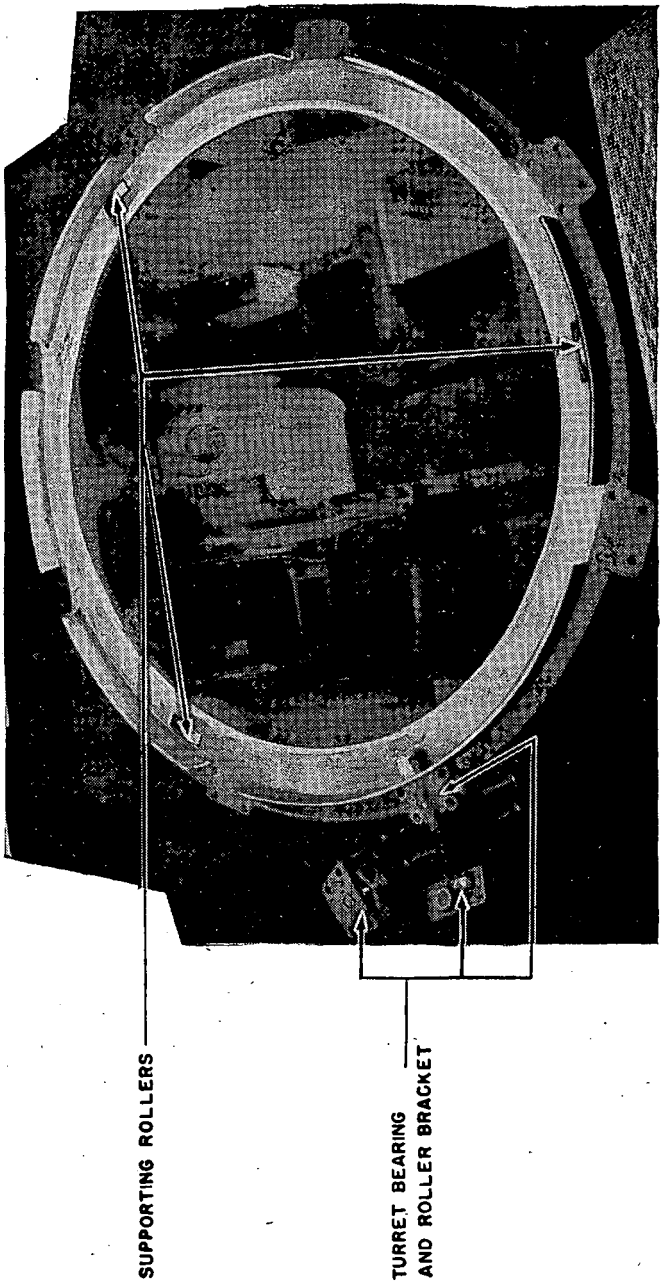

FIGURE 89.—Turret ring and rollers.
ets which are bolted to the hull at irregularly spaced intervals around the circumference of the ring gear track. Each bracket carries one bearing and roller (figs. 89 and 90).
(6) *Turret ball bearing and roller brackets* (fig. 89).—The brackets are attached to the hull with 1/2-inch hexagon-head bolts and nuts. Replace this assembly if the original is defective.